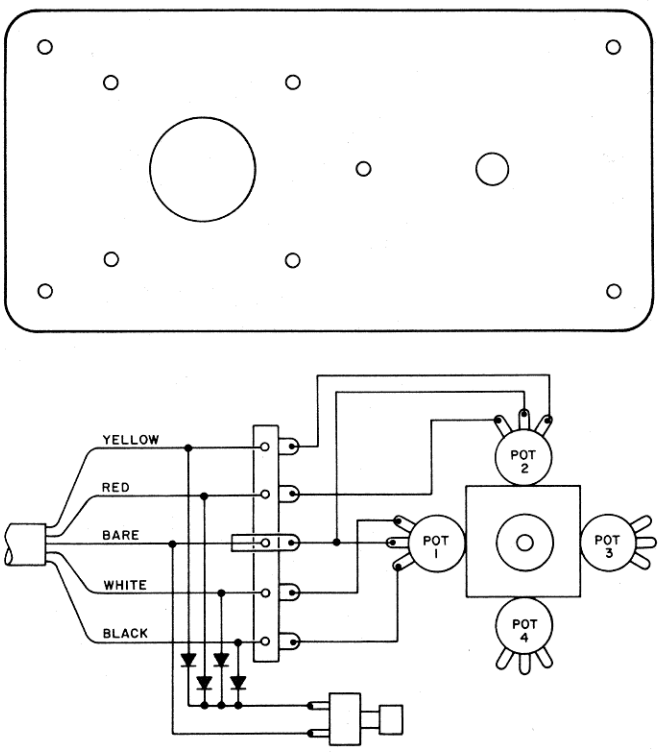
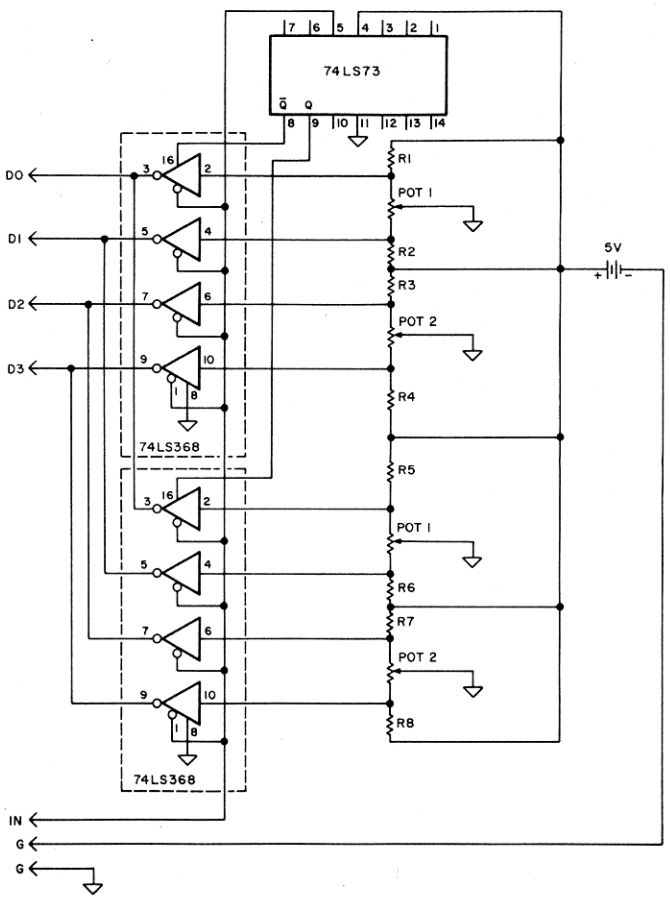

Fig. 1
Fig. 2
- Broken lines in Fig. 2: indicate the wire jumpers that go on the underside of the PC board where the foil is.
Using Fig. 1 as a template, cut the mounting holes in the cover of one of the boxes. Mount the joystick, terminal strip, and push button switch to the underside of the cover. Connect a wire to the center tap of pot #2 and run it to the center tap of pot #1 then to terminal #3 on the terminal strip. (See Fig. 2). Solder a wire to the bottom tap of pot #1 to terminal #5 on strip. Fasten a wire to the top tap of pot #1 to terminal #4. Connect a wire to the top tap on pot #2 then to terminal #1. Run a wire from the bottom tap of pot #2 to terminal #2. Fasten a diode to each of the terminals (1, 2, 4, and 5) on the strip. The other ends, with the band around them, are soldered to one side of the push button switch. The other side of the switch is wired to terminal #3 on the terminal strip.